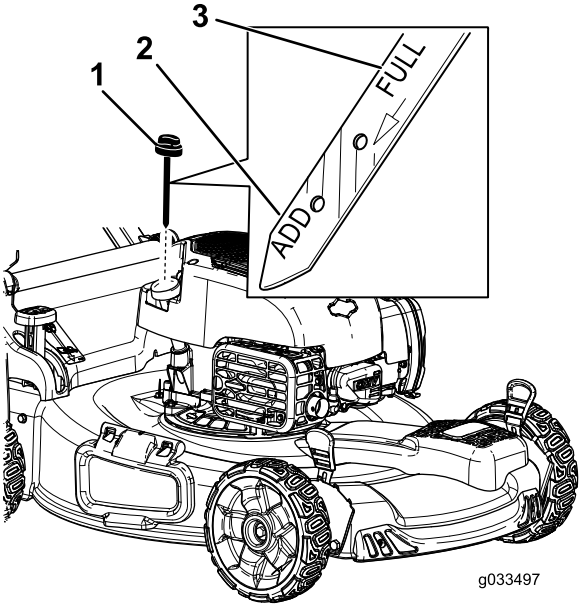

Figur 14
2. Fjern peilestaven (Figur 14).
5. Ta ut peilestaven, og kontroller oljenivået på peilestaven. Se Figur 14.